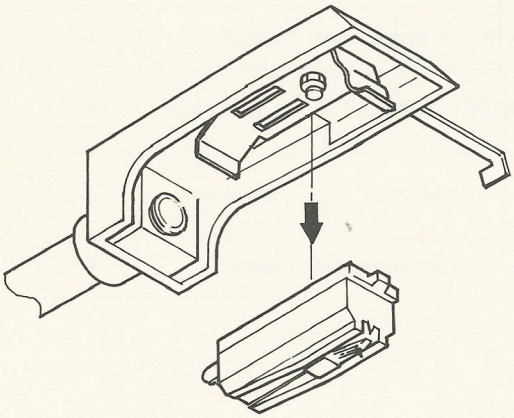

Figure 9
a) Next, exchange the cartridges Figure 9 illustrate the method for removing. To replace cartridge follow in reverse order.